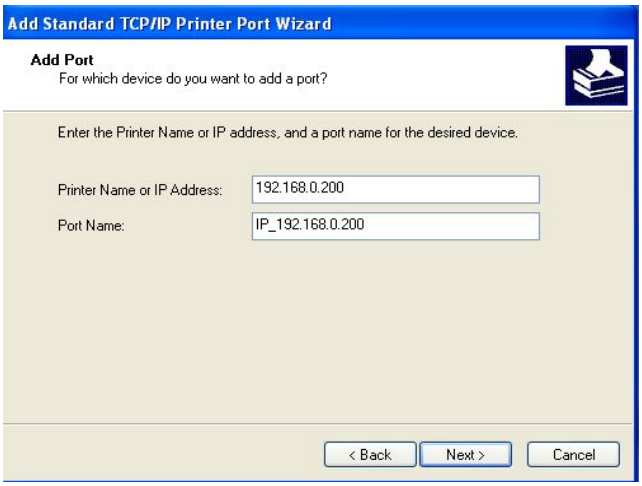

Figure 5.3.6
6) The default contents (see Figure 5.3.6), and click "Next";